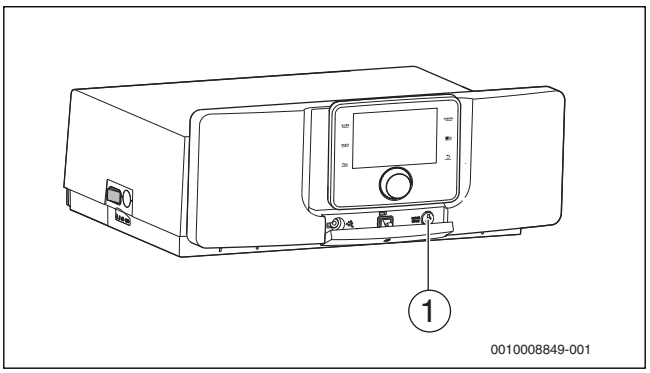

Fig. 20 Touches ramoneur, reset et mode urgence sur le module de commande
Le brûleur étant livré par l'usine en état de défaut, il doit être réarmé avant la première mise en service en appuyant sur la touche reset (→fig. 20, page 15). Ou appuyer sur la touche reset sur l'automate de combustion (voir description ci-dessous).
Le brûleur étant livré par l'usine en état de défaut, il doit être réarmé avant la première mise en service en appuyant sur la touche reset (→fig. 20). Ou appuyer sur la touche reset sur l'automate de combustion (voir description ci-dessous).
- ▶ Pour appeler la fonction test des fumées sur le module de commande, appuyer sur la touche ramoneur (→fig. 20). L'écran affiche le symbole . Le brûleur démarre.